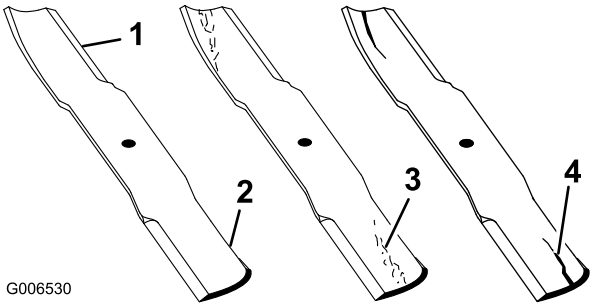

Figuur 25
4. Controleer nauwkeurig de uiteinden van het maaimes, in het bijzonder op de plaats waar het platte en het gebogen deel samenkomen (Figuur 25).
Als u slijtage opmerkt (Figuur 25), moet u het mes vervangen, zie Het maaimes verwijderen.
Als het mes gaat slijten, kan er een groef ontstaan tussen de wiek en het platte deel van het mes (Figuur 25). Uiteindelijk kan dan een stuk van het mes afbreken en van onder de maaikast worden weggeslingerd waardoor de bestuurder of een omstander ernstig letsel kan oplopen.